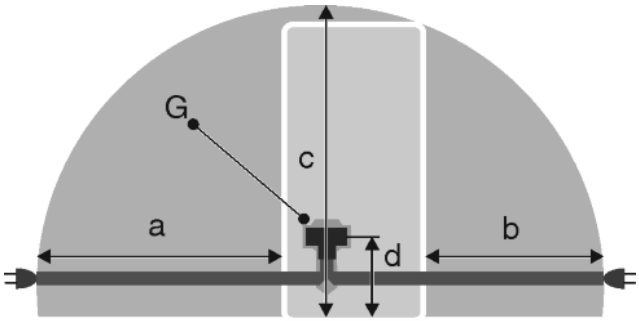

Fig. 23
- De contactdoos bevindt zich buiten het bereik van de achterzijde van het apparaat in het desbetreffende gedeelte *Fig. 23 (a, b, c)*.
▶ Breng de apparaatstekker *Fig. 23 (G)* aan de achterzijde van het apparaat aan. Let op het correct vastklikken.